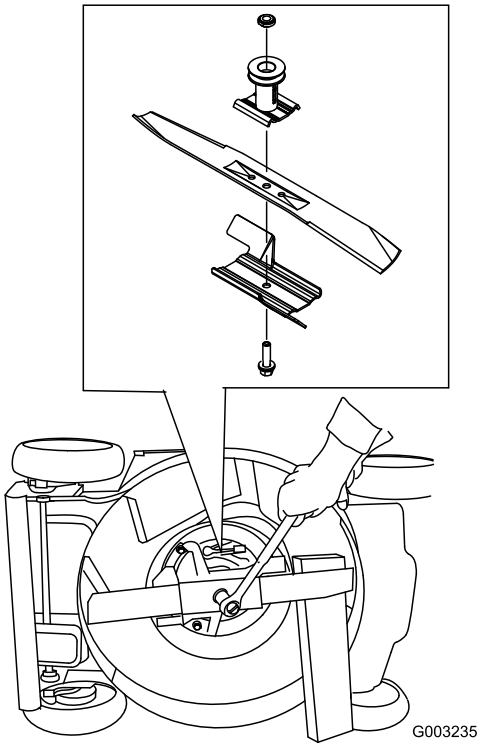

Figur 43
3. Bruk en trekloss til å holde fast kniven (Figur 43).